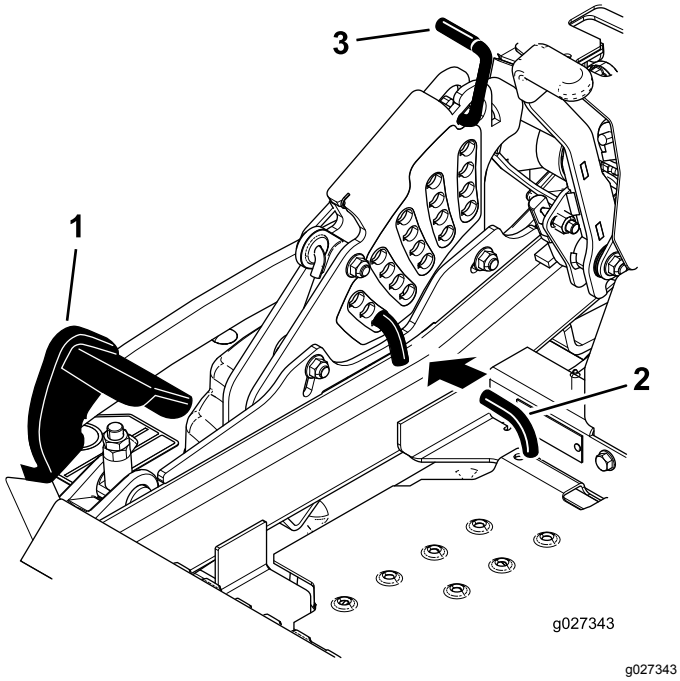

Figur 84
5. Skjut däcklyftpedalen hela vägen framåt så att däcket låses i transportläget på 14 cm (Figur 84).